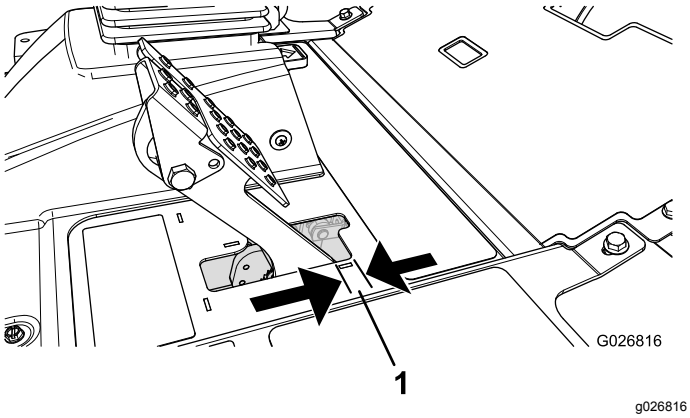

Figur 68
Justera bromsarna om bromspedalen har mer än 2,5 cm fritt spel (Figur 68) eller om större fasthållningskraft krävs. Det fria spelet är det avstånd bromspedalen förflyttar sig innan bromsmotståndet känns av.
2. Dra åt den bakre muttern så att kabeln förs bakåt tills bromspedalerna har ett spel på 6,3–12,7 mm (Figur 68) innan hjulen låses.